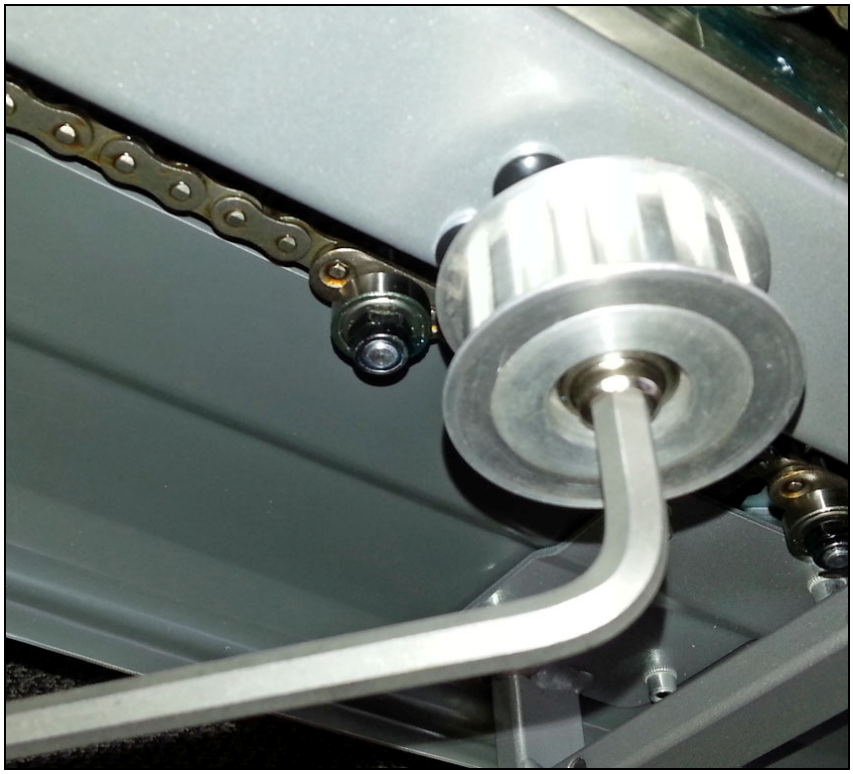

Fig. 4
4. Going back to the user left side, loosen the pulley that is attached to the shaft using 8mm hex key. (Fig. 4)
5. Using a 8mm hex key, loosen the set screw located beneath the shaft on user left hand side (Fig. 4).